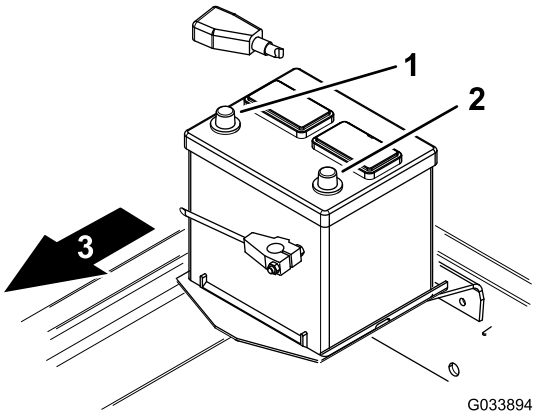

Figur 11
2. Anslut batteriets pluskabel (röd) till batteriets pluspol (+) och skjut sedan på gummiskon över pluspolen (Figur 11).
3. Anslut batteriets minuskabel (svart) till batteriets minuspol (-) på batteriet (Figur 11).